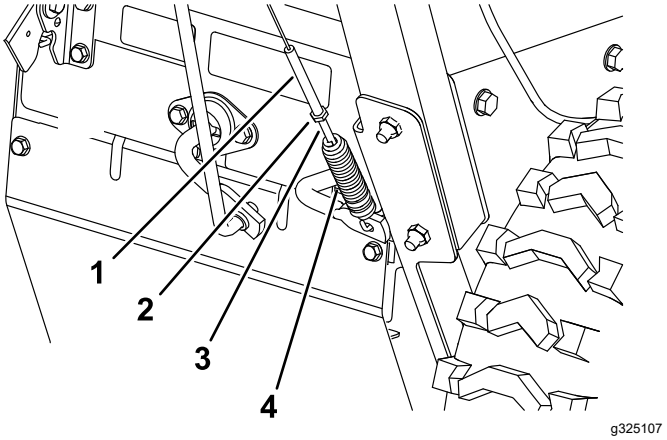
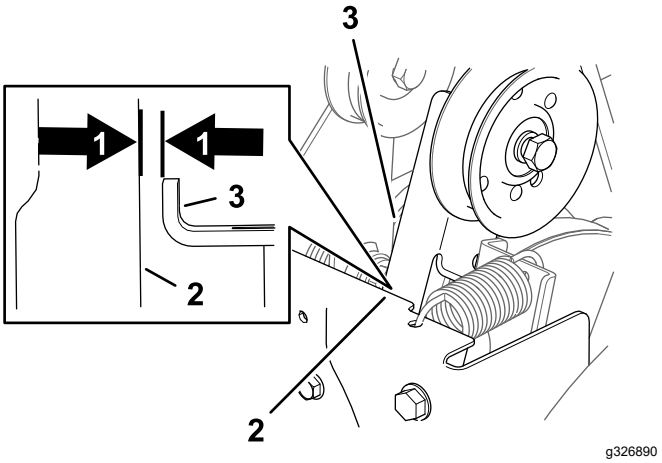

Figuur 40
Figuur 41
1. Draai de contramoer los (Figuur 40).
2. Verdraai de instelling van de veerdruk tot er een tussenruimte van 1,5 mm is tussen het frame en de borstelkoppelingsarm (Figuur 40 en Figuur 41).
3. Draai de contramoer vast (Figuur 40).